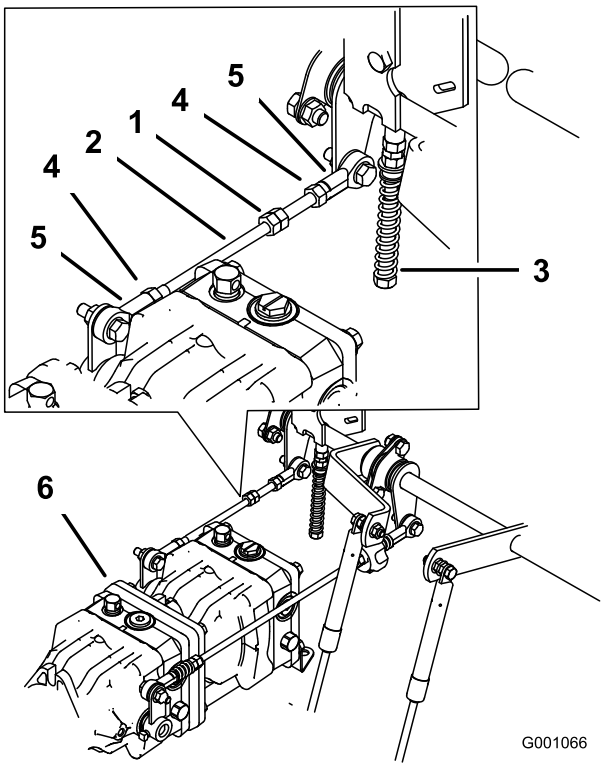

Figur 79
1. Lossa låsmuttrarna på kullederna på pumpens reglerstav (Figur 79).
3. Justera pumpstavslängden genom att vrida dubbelmuttrarna på staven i lämplig riktning tills hjulet står stilla eller långsamt roterar bakåt (Figur 79).
6. Dra åt låsmuttrarna vid kullederna (Figur 79).